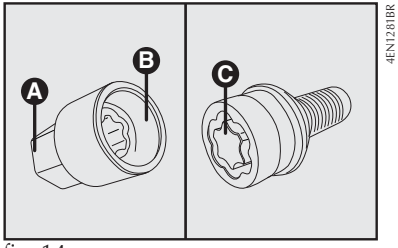

fig. 14
- Encaixar a extremidade **B-fig. 14** da chave soquete **fig. 14** no encaixe **C-fig. 14** do parafuso especial de retenção da roda. Na extremidade **A-fig. 14** deve ser encaixada a chave de roda fornecida com o veículo;